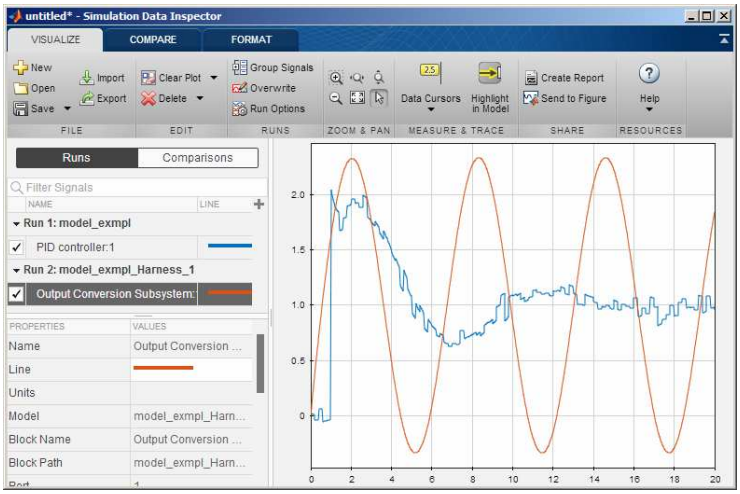

Рисунок 15. Отображение сигналов графопостроителем Simulation Data Inspector.
- открыть графики нужных сигналов, например, как показано на Рисунок 15.
В инспекторе Simulation Data MATLAB (Рисунок 15) реализованы следующие функции.